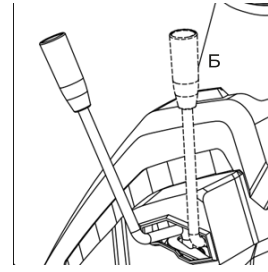

Рис. 31
- Переведите рычаг сцепления ножа в положение Б – включено (рис. 31).